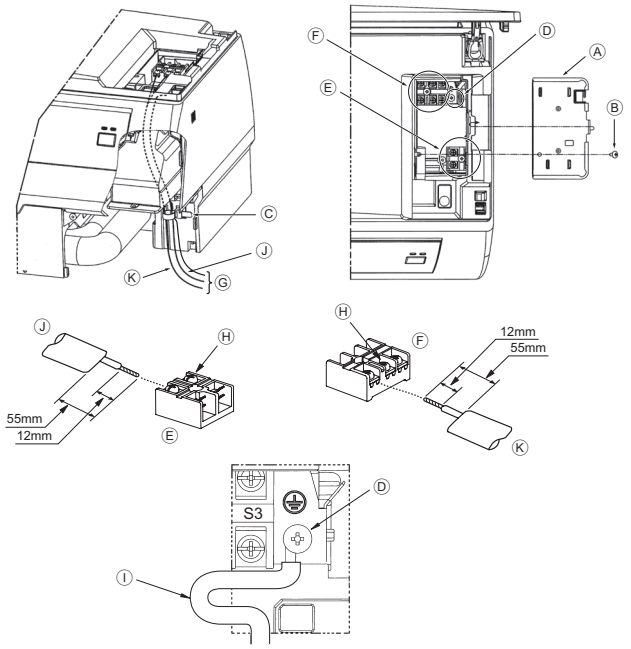

Fig. 6-1
6.1. Unidade interior (Fig. 6-1)